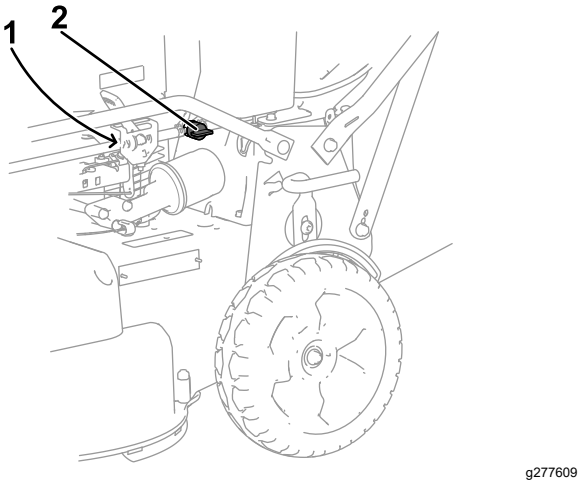

**Figure 31**
3. Fermez le robinet d'arrivée de carburant (Figure 31).
4. Déposez le filtre à carburant (Figure 31) de la conduite de carburant en desserrant les colliers qui entourent le filtre.